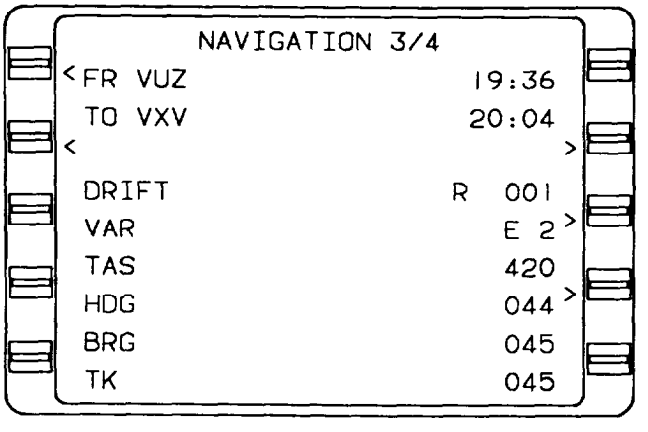

Figure 3-32. FMS Navigation 3/4 Page
(5) NAVIGATION 4/4 page (fig. 3-32).